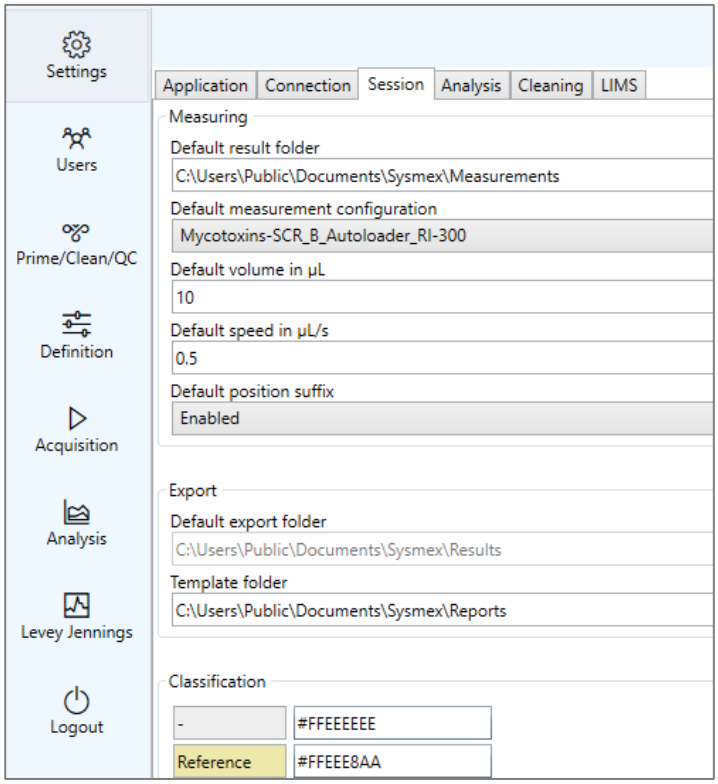

Abbildung 2 Standard-Einstellungen der Messung
5. Überprüfen Sie nun zunächst, ob die Einstellung unter Settings → Sessions mit denen in Abbildung 2 übereinstimmen. Wählen Sie ggf. den richtigen Standard-Speicherort sowie das Standard Mess-Configuration-File aus.